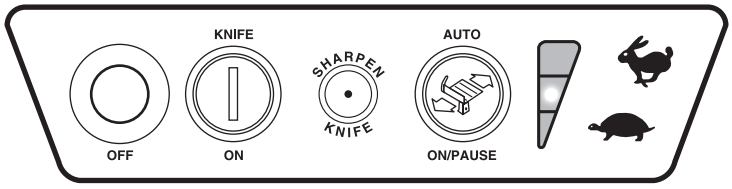
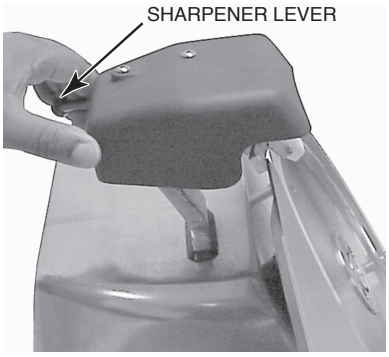

Fig. 10
Fig. 29
- Turn the slicer on by pressing the Knife On button (Fig. 10).
- Select one of the three speeds for the Product Tray to move back and forth. Press the Rabbit symbol to increase speed; press the Turtle symbol to decrease speed (Fig. 10). The speed indicator, located to the left of the symbols, shows which speed is selected. You can change the speed at any time.
- Press the Auto On / Pause button to start slicing (Fig. 10); the Product Tray moves back and forth at the speed and at the stroke length you have selected.
- When done slicing, you can stop by pressing either the Auto On / Pause button or the Off button (Fig. 10). Pressing Auto On/ Pause returns the Product Tray to the home position (all the way toward you).
The CleanCut™ Knife will provide long service in normal food retail or commercial kitchen use. **Sharpen only when necessary; prolonged or too frequent sharpening results in unnecessary Knife wear.** The Sharpen Knife indicator light (Fig. 9 or Fig. 10) will come on after a factory-preset number of slicing strokes to indicate when sharpening is needed. This number has been set to represent a typical operation. Your operation may need more frequent sharpening.
Remove the Top Knife Cover and the plastic Ring Guard Cover. Turn the Latch Knob counterclockwise and lift the Top Knife Cover and plastic Ring Guard Cover off the slicer (Figs. 5, 6 & 7). Thoroughly wash around the Knife and both sides of the outer rim of the Knife. Food debris should not be allowed to transfer from the Knife to the Sharpener. Plug in the machine power cord. When Sharpen Knife indicator light is on, press and hold the Sharpen Knife button (Fig. 9 or Fig. 10) with your right hand while pulling the Sharpener Lever fully forward with your left hand (Fig. 29). The Knife comes on, sharpens for 15 seconds and shuts off. Release the Sharpener Lever. The stroke counter will automatically reset and the indicator light will turn off. To sharpen before the Sharpen Knife indicator light illuminates: Follow the directions above, but instead of turning on the motor with the Sharpen Knife button, press the On button for 15 seconds. Then, release the Sharpener Lever and press the Off button. Unplug the Slicer power cord. Wipe the slicer with a clean damp cloth to remove any grinding particles. Reinstall the plastic Ring Guard Cover and the Top Knife Cover.